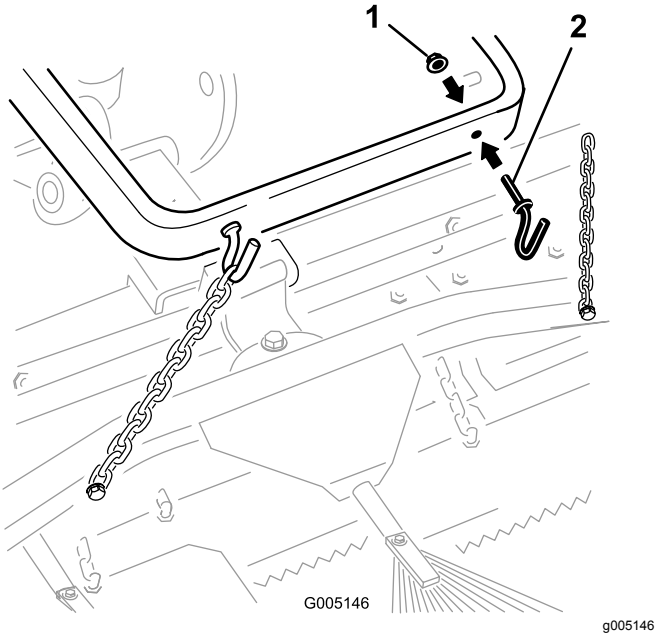

図 5
A. ナット 2 個⅜"を使って、昇降アームの後部にフック 2 個を取り付ける図 5。チェーンを希望の長さにしてフックに固定する。